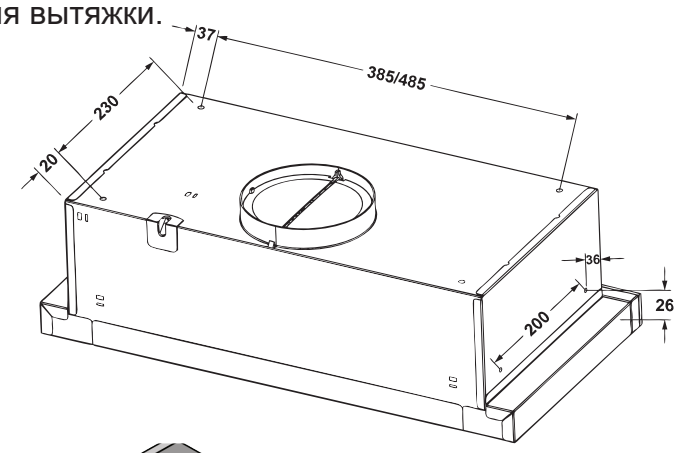

Рис.4
6.6 Крепление вытяжки осуществляется 4 метрическими винтами М5х35, которые вкручиваются изнутри навесного шкафа в резьбовые гайки М5, приклепаны к верхней плоскости корпуса вытяжки **(рис.4 / 4.1).**